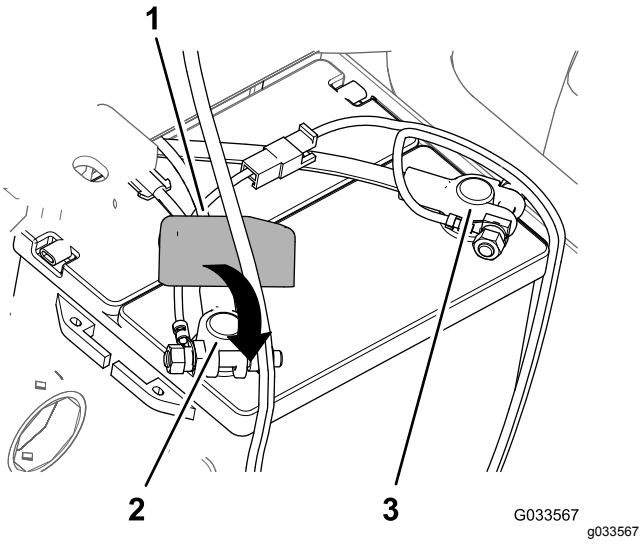

Figur 32
8. Monter den positive batterikabelen på den **positive** batteripolen og stram klemmemutteren for hånd (Figur 32).